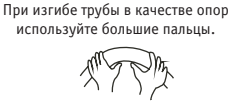

Рис. 5.2
- Угол изгиба не должен превышать 90° (рис. 5.2).